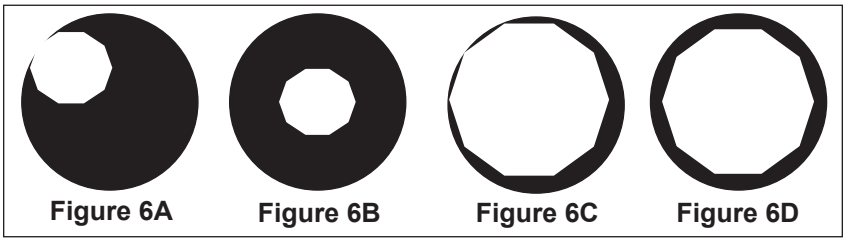

Figure 6A **Figure 6B** **Figure 6C** **Figure 6D**
- Closing the iris in this manner will reduce the field so that a small white hexagon is visible within a black field (see Figure 6A). Focusing of the hexagon is performed by turning the coarse/fine focus controls. This white hexagon is the light which is passing through the field iris and should be centered in the black field. If not, move it to the center (see Figure 6B) by tightening and/or loosening the condenser centering knobs.